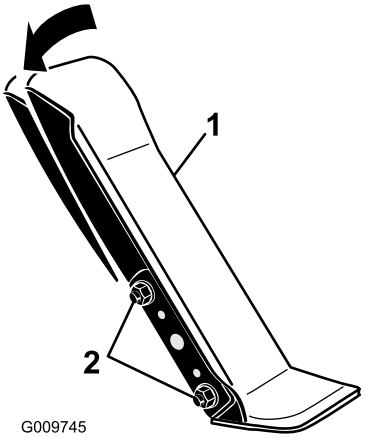

Рисунок 60
1. Ослабьте две гайки и болты крепления левой стороны педали тяги к кронштейну (Рисунок 60).
2. Поверните педаль под требуемым рабочим углом и затяните гайки (Рисунок 60).